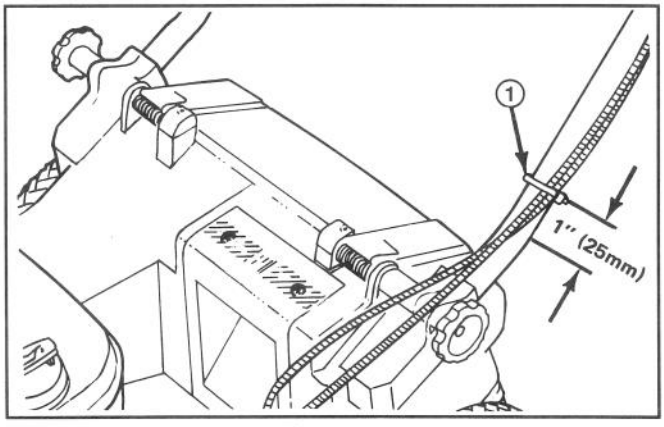

Figura 3
6. Usate un fermaglio per fissare il filo(i) al lato inferiore del tubo di sinistra (Fig. 3). Il fermaglio dovrebbe essere situato a 25 mm (1") dalla curva della stegola. Vedere la figura 3 per la posizione corretta.